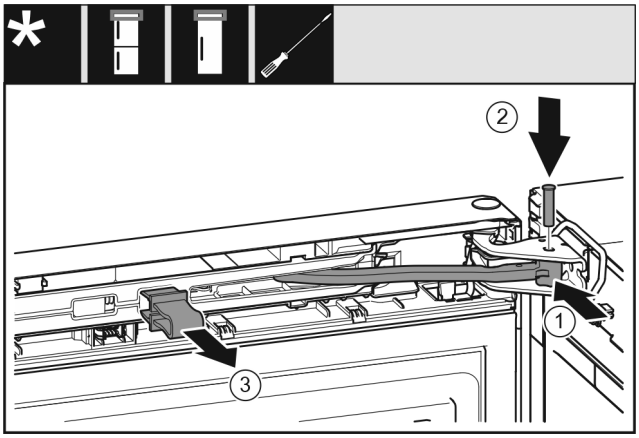

*Fig. 42*
- ▶ Scharnier *Fig. 42 (1)* in het lagerbok draaien.
- ▶ Bouten *Fig. 42 (2)* in het lagerbok en scharnier steken. Let hierbij op dat het vergrendelingslipje juist in de groef zit.
- ▶ Beveiliging *Fig. 42 (3)* wegnemen.